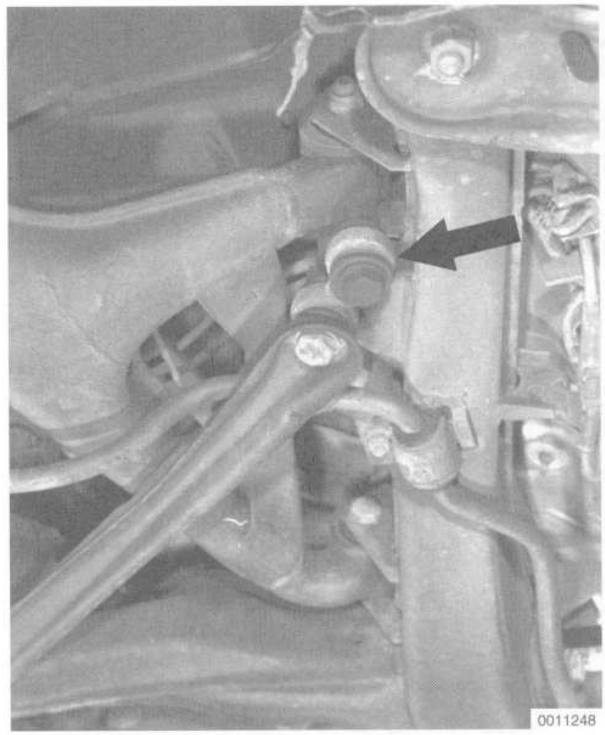

Fig. 14. Trailing arm connecting link (**arrow**).
8. Remove the connecting link mounting bolt from the trailing arm. See Fig. 14.